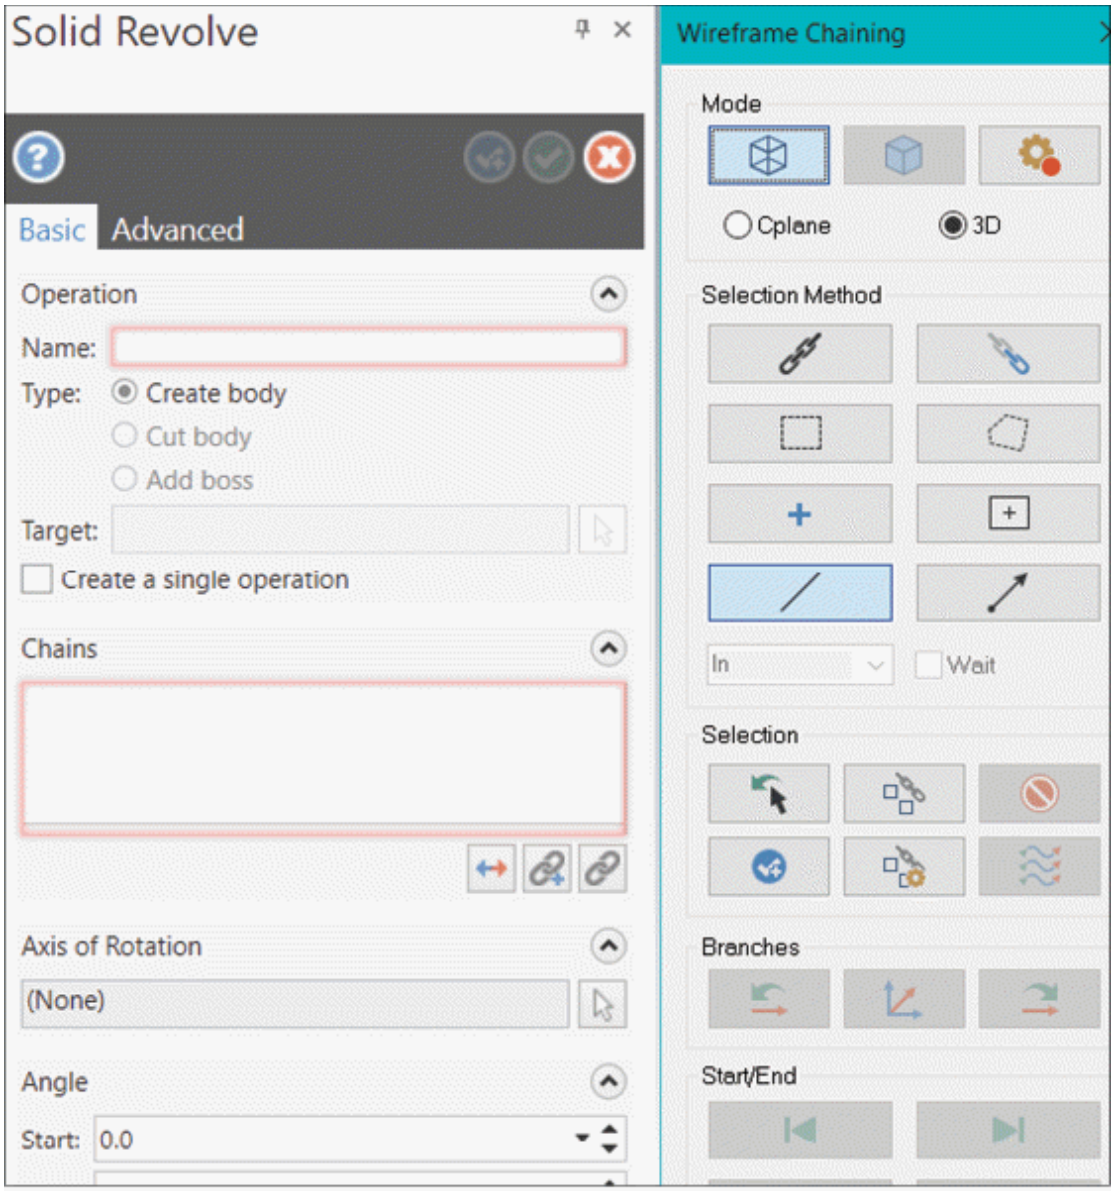

Figure-21. Solid Revolve Manager
- Click on the **Revolve** tool from the **Create** group in the **Solids** tab of the **Ribbon**. The **Solid Revolve Manager** will be displayed with **Wireframe Chaining** selection box; refer to Figure-21. You will be asked to select a closed loop sketch and a line/axis to be used as axis of revolution.